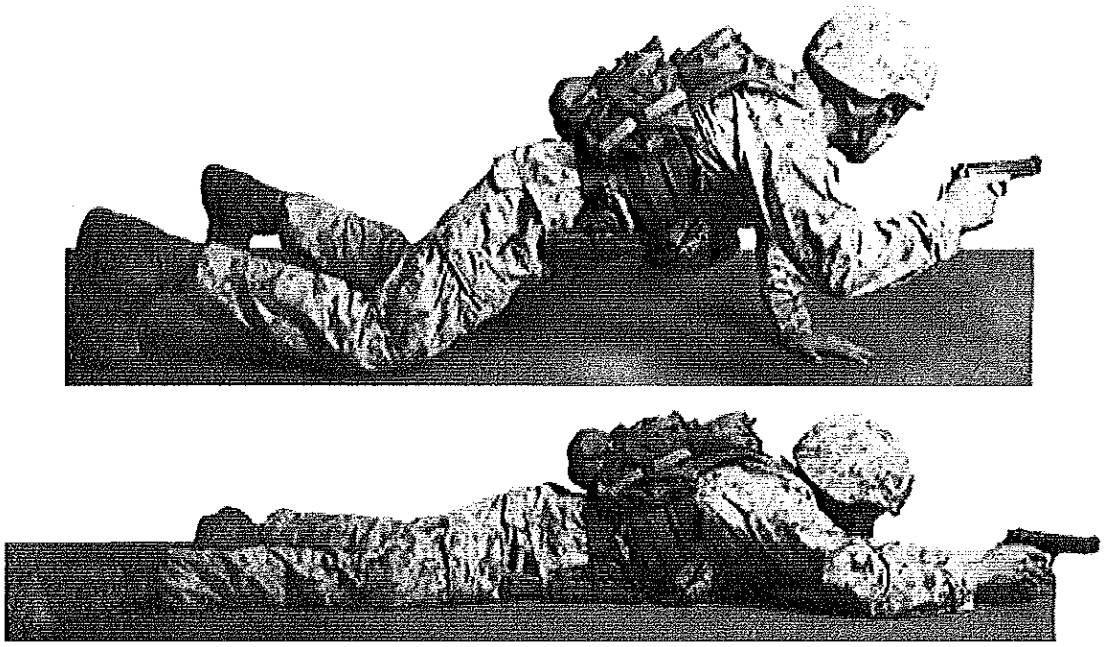

Figure 4-21. Drop Forward Method to Prone (cont.).
b. Drop Forward Method. Drop to a kneeling position, place the support hand on the deck in front of the body, and push the pistol out toward the threat (see fig.4-20). Roll onto the right side of the body on the ground. Ensure the pistol does not cover the body or the support hand (see fig. 4-21 on page 87).